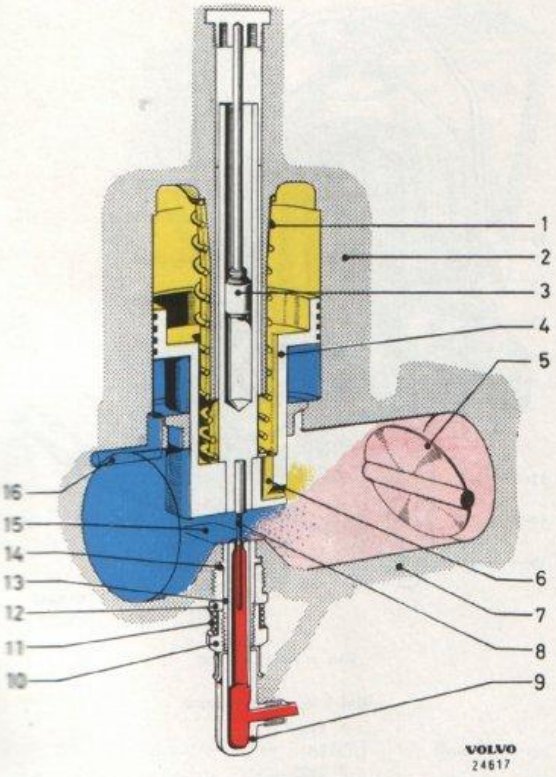

Bild 1-13. Förgasare, drift
Luftströmmen, som under drift passerar förgasarna, [illegible] i hastighet då den strömmar förbi den förträngning som bestämmes bryggan (15). Se bild 1-13.
Förhållandet bränsle/luft ställes in med justermutterna (10, bild 1-13) vid munstyckena och inställningen göres vid tomgång för hela varvtalsområdet.